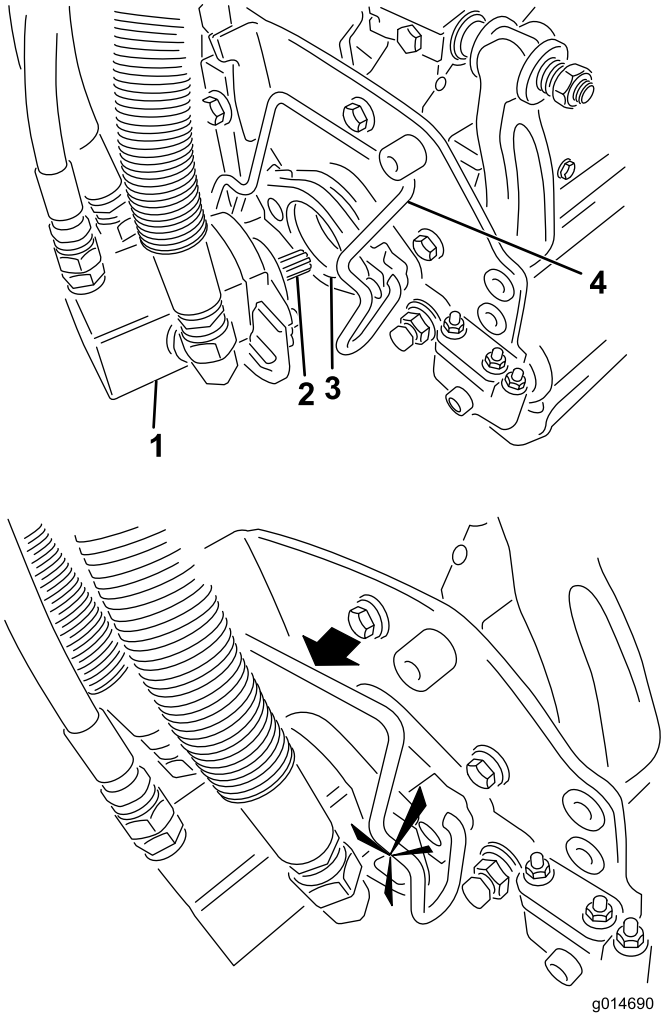

Figuur 35
5. Smeer schoon vet op de sleufas van de motor van het maaidek (Figuur 35).
6. Steek de motor in de linkerkant van het maaidek (gezien vanuit de bestuurdersstoel) en trek de motorbevestigingsstang op het maaidek in de richting van de motor totdat u aan beide kanten een klik hoort (Figuur 35).